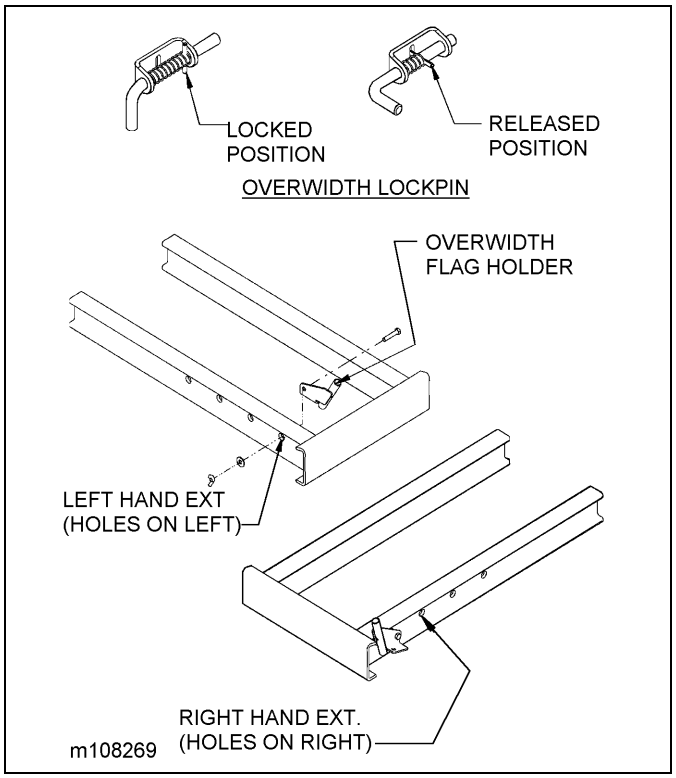

Figure 3-6: Pull Out Extensions
1. Pull out extensions are adjustable in six inch increments. Extension lock pin can be held in released position when pulled back and rotated one quarter turn into catch **(See Figure 3-6.)**